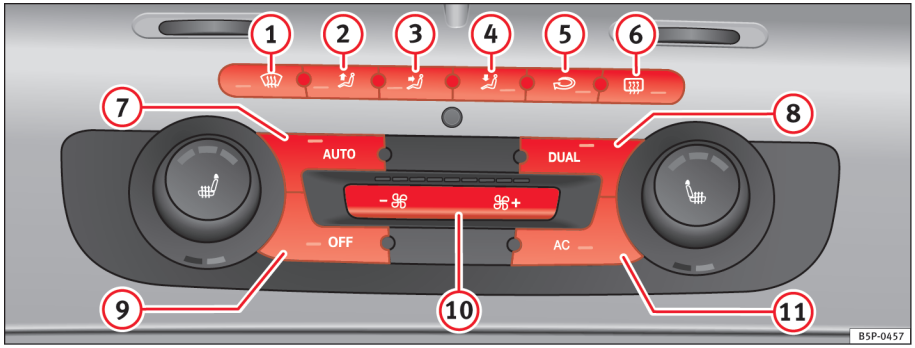

Fig. 114 Betjeningselementer til 2C-Climatronic i kombiinstrumentet
– For at aktivere den manuelle funktion skal du trykke på en af knapperne ⇒ fig. 114 (1) til (5) eller på en af knapperne til blæserregulering (10). Den indstillede funktion vises i radioens eller navigationssystemets display.
– Tryk på knappen ⟲ ⇒ side 147, fig. 114 (2) for at aktivere eller deaktivere recirkulationsfunktionen. Når recirkulationsfunktionen er aktiveret, bliver symbolet ⟲ vist i displayet.